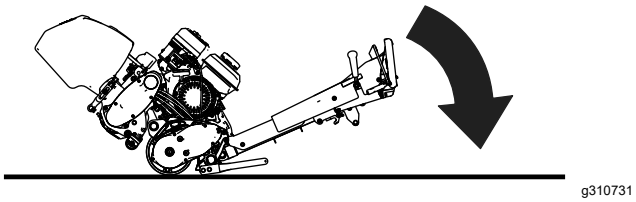

图 5
2. 底刀调节螺丝 (2)
- 在滚刀组连接到机器上时将主机把手放低到地面图 5。